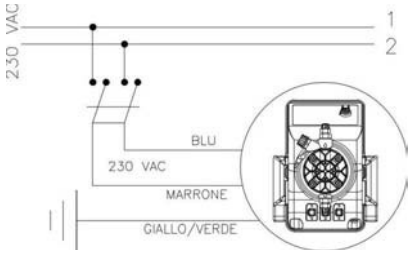

Fig. 4
1. Zu prüfen, dass diese elektrisch mittels Lösen der Leitungen von den Kontaktstellen zum Netz durch Öffnen des allpoligen Schalters mit einem minimalen Kontaktabstand von 3mm ausgeschaltet wurde (beide Polaritäten) (Abb. 4)
b.- Beachten Sie die in den verschiedenen Ländern gültigen Bestimmungen zur elektrischen Installation (Abb. 4).